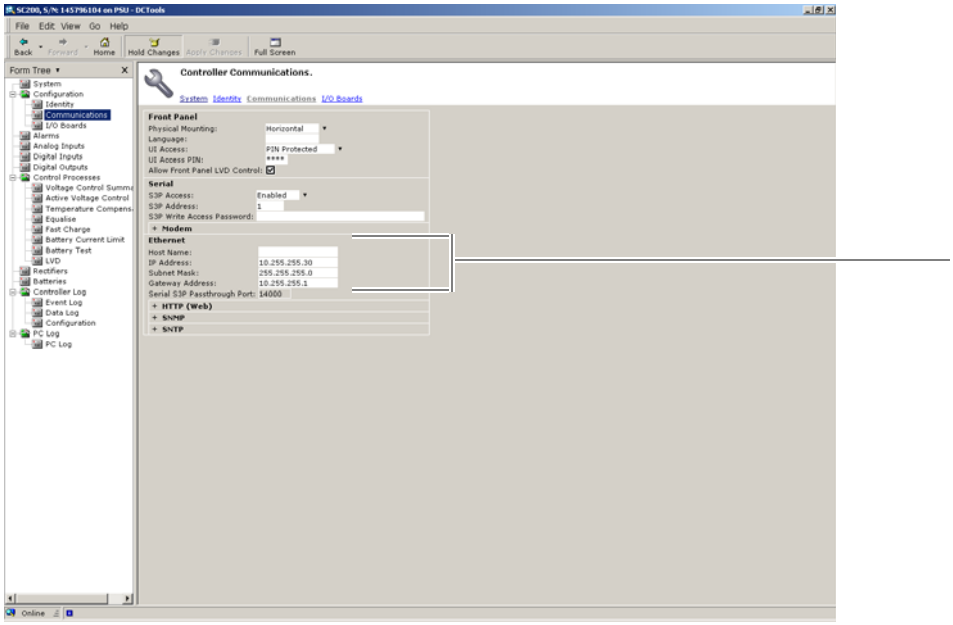

Figure 11.39 "DCTools" application – "Ethernet" area
16. In the *Form Tree* area of the application window, navigate to the level *Configuration* > *Communications*, refer to Figure 11.39: